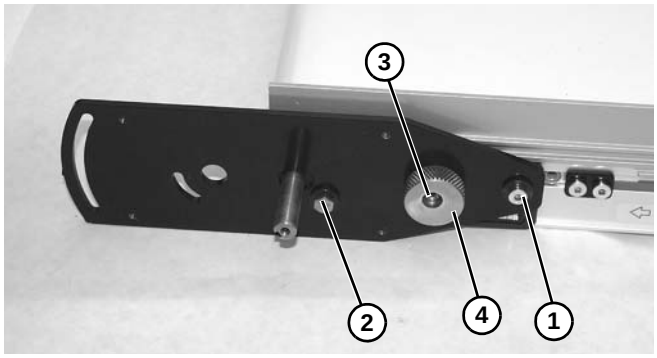

Abbildung 78
3. Schrauben **(Abbildung 78, Teil 1, 2, and 3)** auf beiden Seiten des Förderbands lösen. Exzenterknopf **(Abbildung 78, Teil 4)** drehen, um das Band spannungsfrei zu stellen.